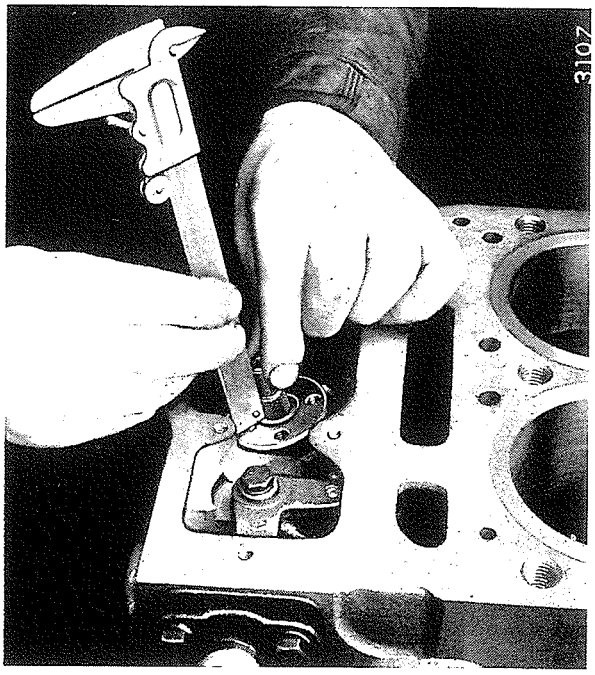

Bild 149
Zur Ermittlung der erforderlichen Ausgleichscheiben, Antriebswelle (10) mit Einspritznockenwelle (9), am besten ohne Motornockenwelle, einsetzen. Mit einem Tiefenmaß den Abstand zwischen Antriebswellenansatz und Einspritznockenwelle messen, Bild 149.